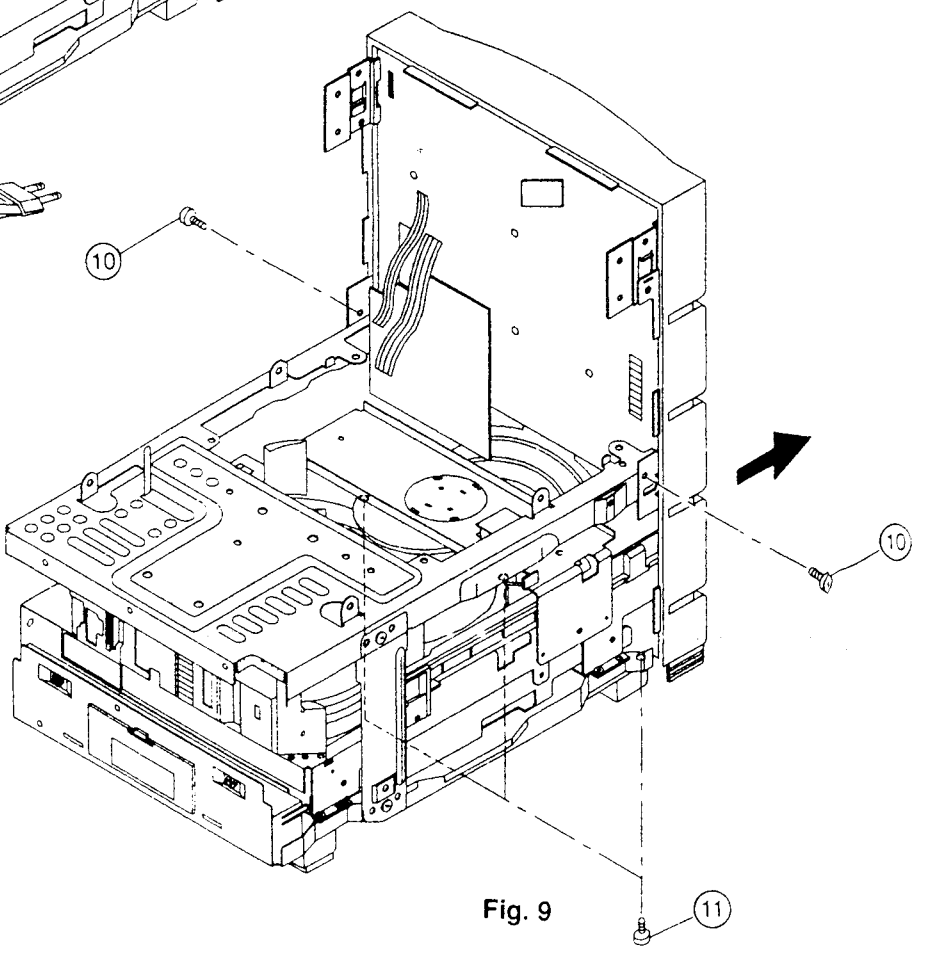

Fig. 9
(1) Remove 4 screws ⑨ from the center chassis.
(2) Disconnect 3 connectors Ⓔ and 3 flat cables Ⓕ from the CD P.W.B.
10. **Removal of Front Panel (Fig 9)**